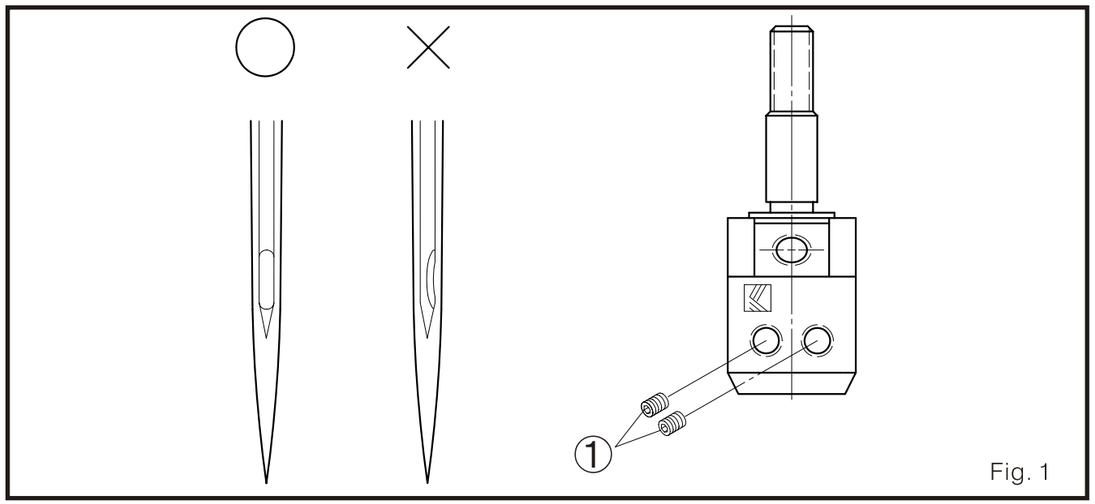

Fig. 1
1. Cuando instale la aguja, por favor gire el ojal de aguja para que este de frente hacia atrás directamente. Afloje el tornillo 1, e inserte la aguja en el fondo de la aguja. Si estuviera instalada incorrectamente, podría cuasar puntadas saltadas e hilo roto. Incluso el bucleador podría romperse. Por favor tenga mucho cuidado (Fig. 1)